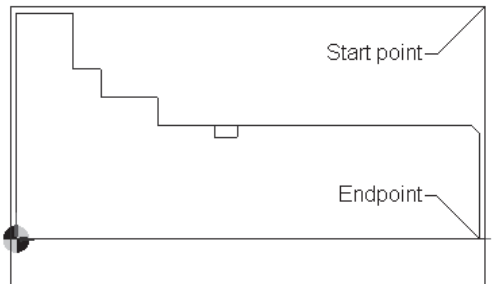
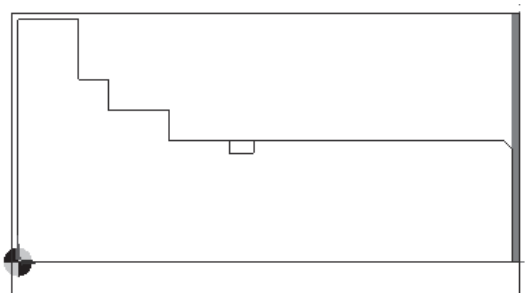

Figure 7-45 *Start and endpoint to be selected*
Figure 7-46 *Straight turn toolpath generated*
c. Select the turn tool and generate the straight turn toolpath. Refer to Figures 7-45 and 7-46.
11. Choose the **OK** button; you are prompted to select the start point of the cut. Select the top right corner of the stock, as shown in Figure 7-45.
12. You are prompted to select the destination point of the cut. Select the point at the end of the profile, as shown in Figure 7-45. Press the TAB key to highlight the point and right-click; the toolpath is generated and displayed, as shown in Figure 7-46.